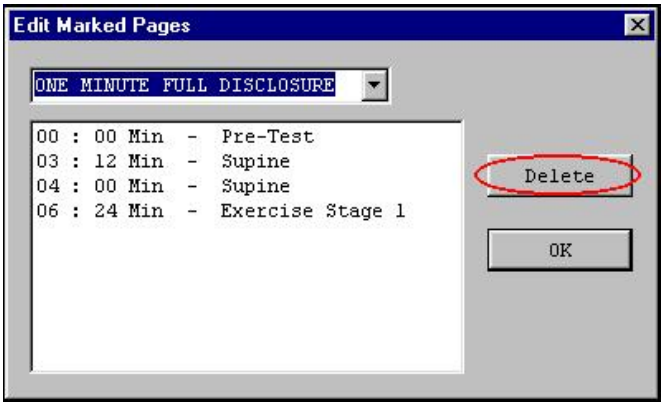

Fig 6.2: Edit Marked pages.
- To edit the pages in the report press '**Edit marked pages**' button. Dialog box as shown in the fig 6.2 will appear on the screen.